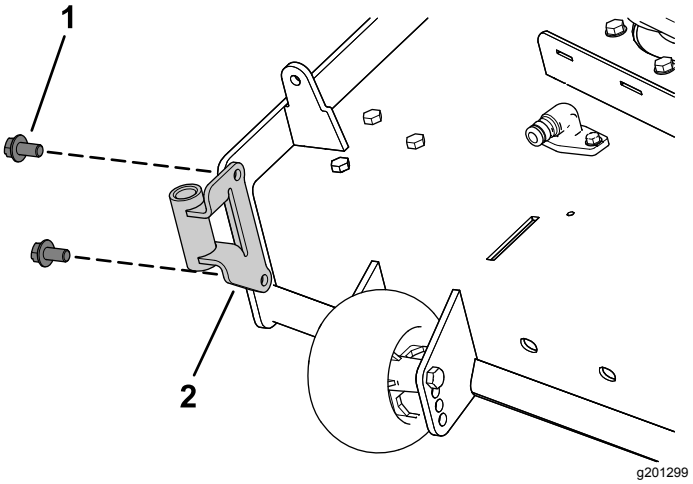

Figur 8
1. Monter viftestøtten på klippeenheten med to sekskantede skivehodeskruer (⅜ x ¾ tomme) som vist i Figur 8.